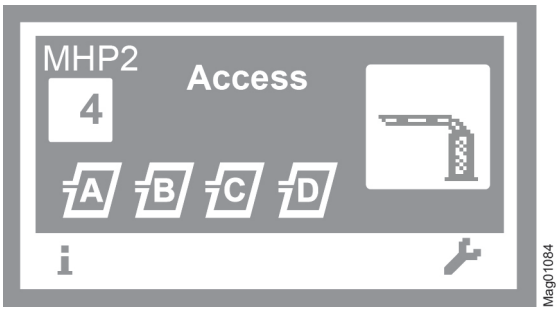

Abb. 1: Beispiel "Betriebsansicht"
12. Linke Taste ⇦ so oft drücken, bis die Betriebsansicht angezeigt wird. → Siehe Seite 23, Abb. 1.